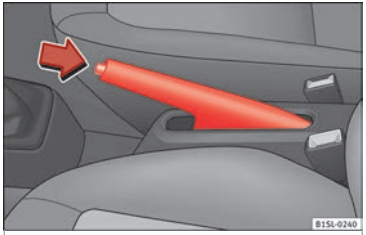

Fig. 146 Between the front seats: handbrake.
- Pull gently in an upwards direction on the handbrake lever and press the lock button ››› Fig. 146 (arrow).